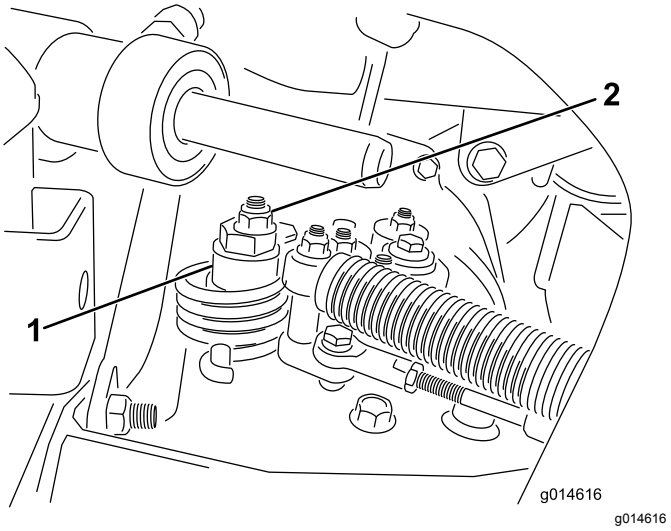

**Figur 31**
A. Løsn møtrikken, der fastgør den excentriske bolt til den øverste del af hydrostaten (Figur 31).
C. Drej den excentriske bolt, indtil der ikke forekommer krybning i nogen retning. Når hjulet holder op med at dreje, skal den møtrik, der låser den excentriske bolt og justeringen, tilspændes (Figur 31). Kontroller indstillingen med gashåndtaget i positionen LANGSOM og HURTIG.